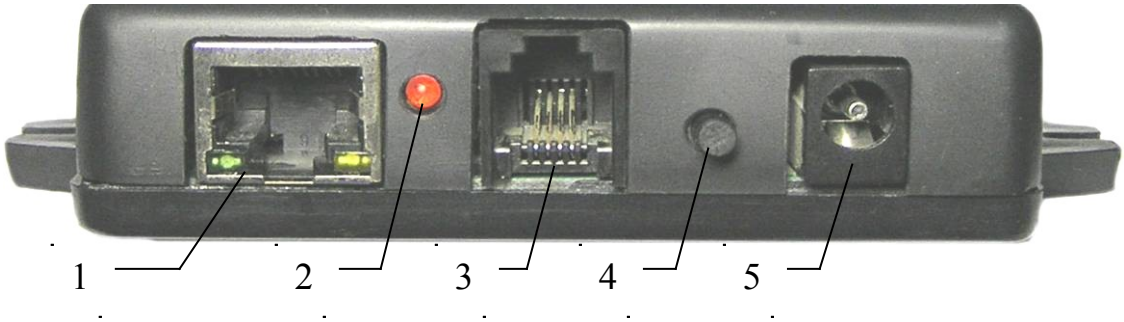

Рисунок 1.1 – Органы подключения и индикации,
Для общего контроля ССВ имеется статусный светодиод (см. рис. 1.1), который мигает при наличии синхронизации. В противном случае он будет непрерывно светиться.
- нажать и удерживать кнопку сброса параметров сети (см. рис. 1.1);
- **не отпуская кнопку сброса**, включить устройство и дождаться мигания статусного светодиода (см. рис. 1.1). За это время может пройти до 20 секунд;